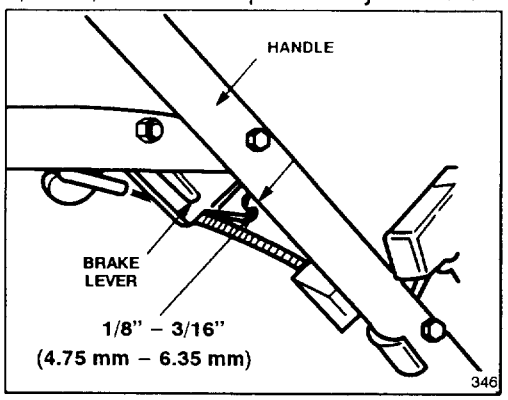

Figure 23
2. CHECK ADJUSTMENT (Fig. 23)—Move control bar toward handle until slack in wire is removed. Gap between brake lever and handle must be 1/8"–3/16". See step 3 for adjustment.